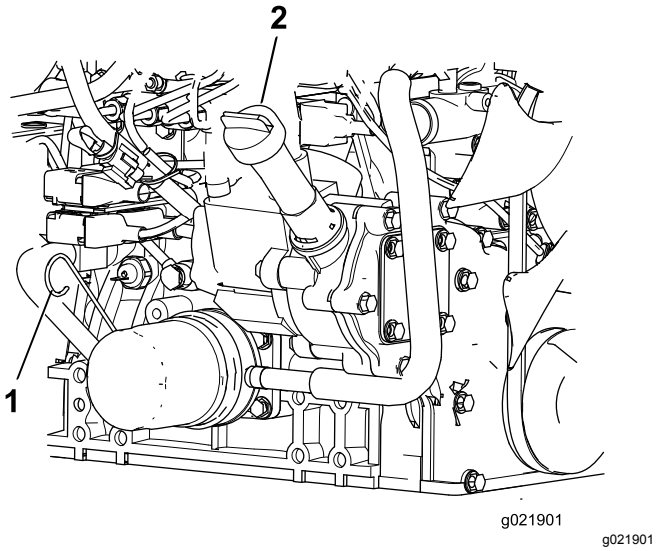

**Figur 85**
3. Fjern målepinden, tør den af, sæt den ind i røret, og træk den ud igen. Oliestanden bør være mellem FULL- og ADD-mærket (Figur 85).
4. Hvis olieniveauet er lavt, skal du fjerne dækslet og tilføje olie, indtil det er mellem FULL- og ADD-mærket (Figur 85).